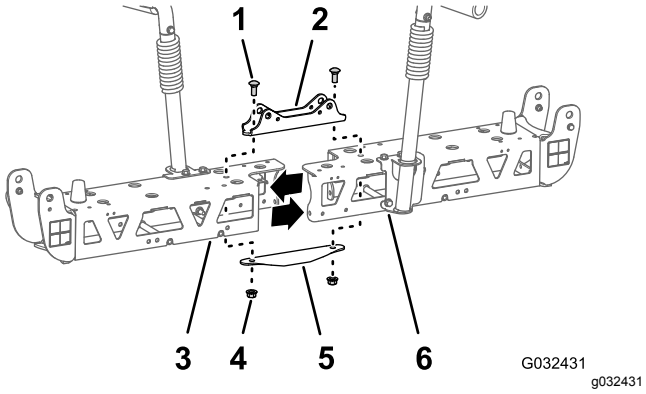

Rysunek 53
2. Odkręć 2 śruby zamkowe (½ x 1¼ cala) i 2 nakrętki zabezpieczające (½ cala) mocujące wąskie mocowanie siłownika, lewą i prawą ramę kratownicową oraz wąską płytę mocowania (Rysunek 53).